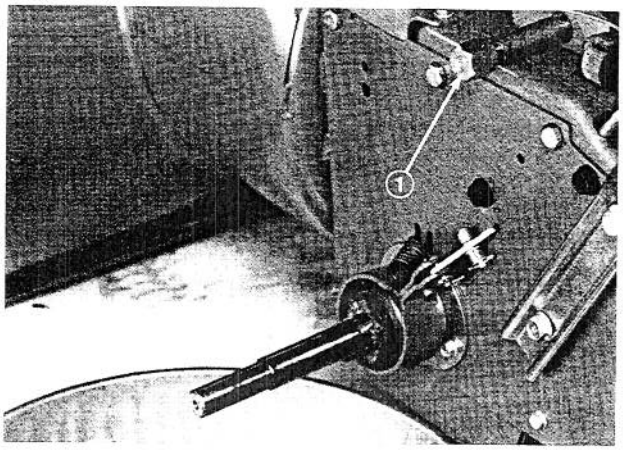

Figure 30
4. Clean area around oil drain cap. Slide oil drain pan below drain extension and remove oil drain cap (Fig. 30).